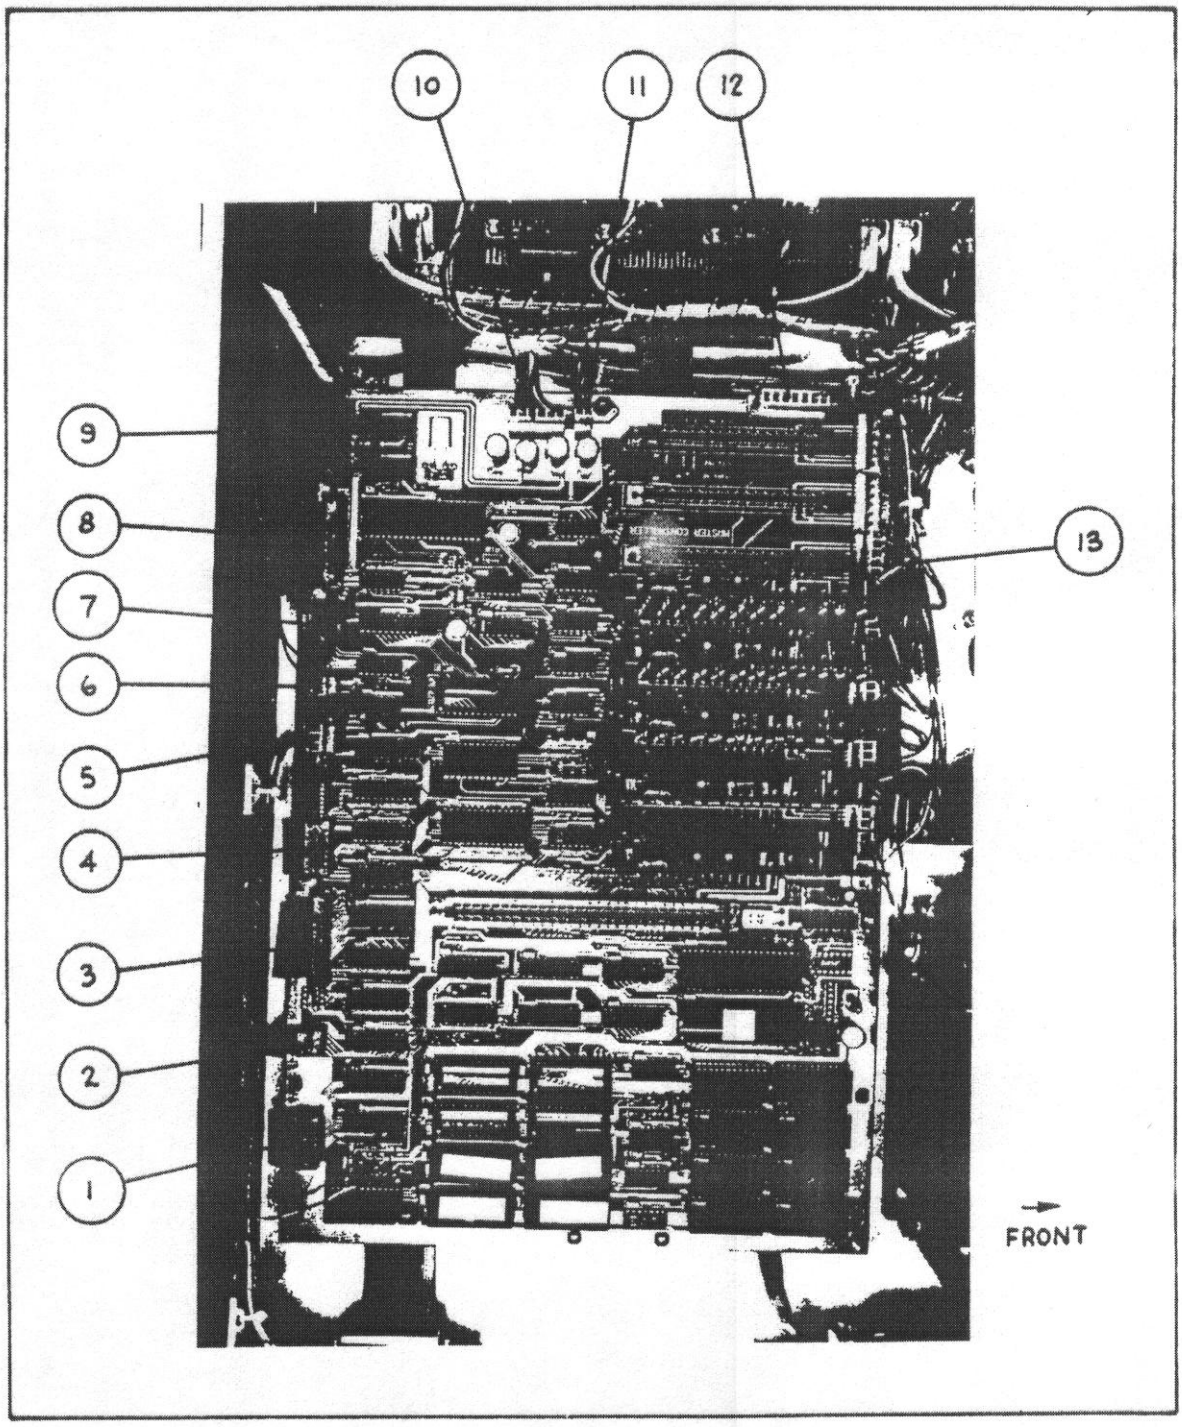

Figure 7-2 Motherboard P.C.B.
1. Install optional piggy-back board to motherboard in socket shown in figure 7-2. Connect analog inputs to rear panel of the controller using Ansley 609-3430 or equivalent. Pinout for analog connection is shown in figure 3-10. Additional analog I/O is available with the optional SRS-COMBI expansion card. Figure 3-11 shows the pinout for the remainder of the analog I/O connector if this card is installed.
The Motherboard as shown in figure 7-2, is the largest printed circuit board (P.C.B.) in the CRS RSC-M1A controller. The Motherboard has all the needed functions to operate as a computer control system. Table 7-2 describes the Motherboard connectors locations.